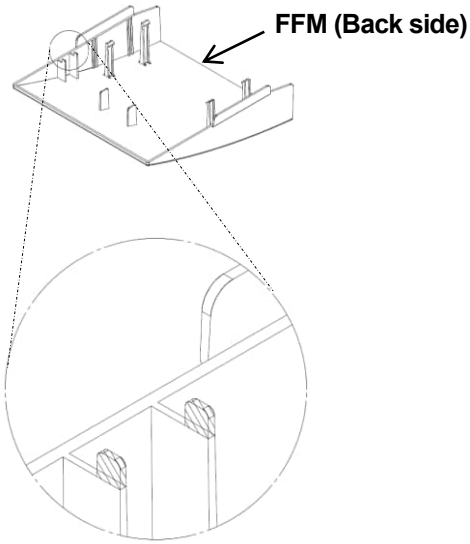

Figure 2. Part (shaded area) to remove surgically
・The inverter included in ②, after having removed the back side rib of FFM in figure 2 (shaded area) surgically by nippers, fit FFM in the cover upper surface of the main body of inverter.
・The inverter included in ③, after having removed the back side rib of FFM in figure 2 and 3 (shaded area) surgically by nippers, fit FFM in the cover upper surface of the main body of inverter.